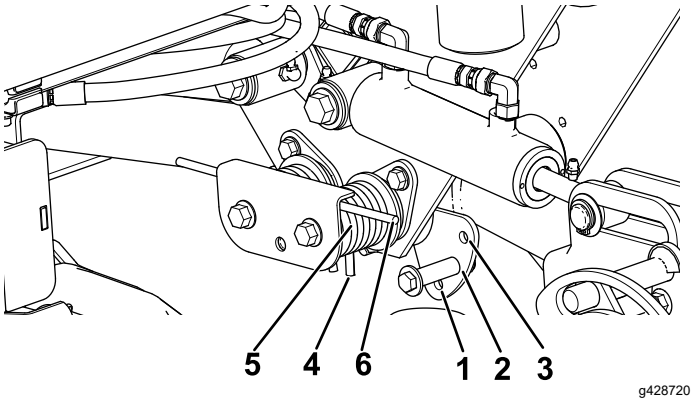

Figuur 45
Om over te schakelen op de configuratie voor neerwaartse druk, moet het plaatje van de pal worden verwijderd om de twee veren van één kant te verwisselen en het korte deel van de veer moet nu tegen de bovenlip van het plaatje rijden.Figuur 45
2. Steek een buis of gelijksoortig voorwerp op het uiteinde van de lange veer om de spanning op de veer tijdens de afstelling weg te nemen (Figuur 45).
3. Als de veer is ontspannen, verwijdert u de bout en de borgmoer waarmee de actuator van de veer is bevestigd aan de beugel (Figuur 45).